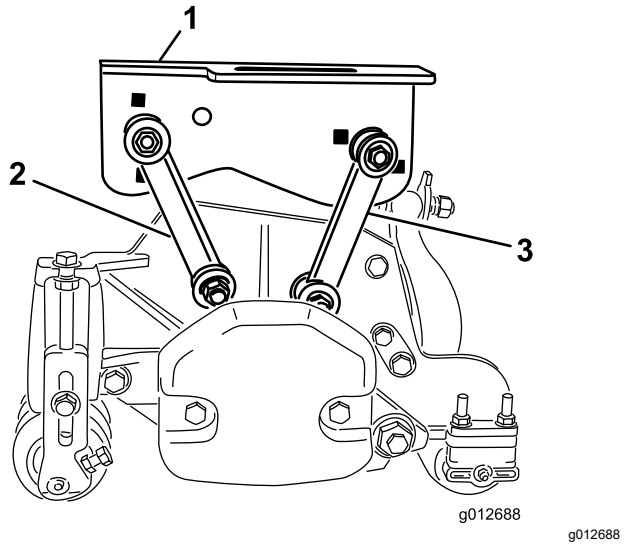

**Figur 17**
- Fest monteringskoblingene til midtre bærerammehull med en bolt (⅜ x 2¼ tommer), to flate skiver og en låsemutter som vist på Figur 17. Plasser en skive på hver side av koblingen når du monterer. Stram til festene med et moment på 42 N·m.
- Fest bakre monteringskoblinger til midtre bærerammehull med en bolt (⅜ x 2¼ tommer), to flate skiver og en låsemutter som vist i Figur 17. Plasser en skive på hver side av koblingen når du monterer. Stram til festene med et moment på 42 N·m.